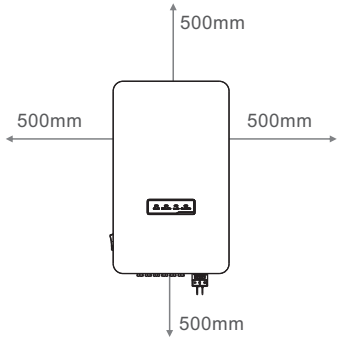

Figure 5.2 Inverter Mounting clearance
- For multiple inverters are installed on site, a minimum clearance of 500mm,should be kept between each inverter and any other mounted equipment. The bottom of the inverter must be at least 500mm from the ground or floor. See figure 5.2.